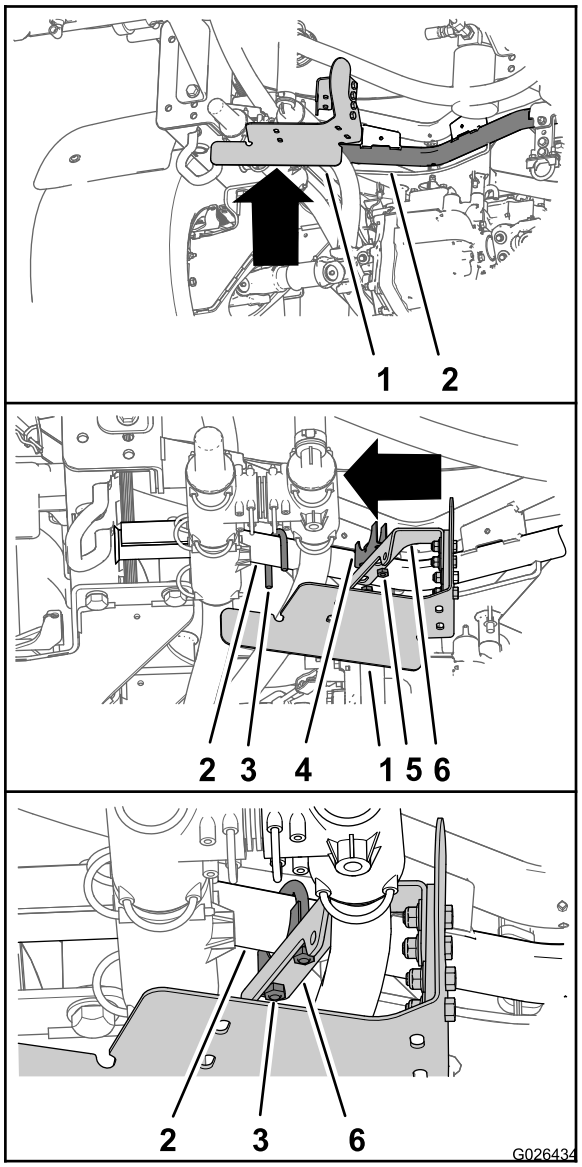
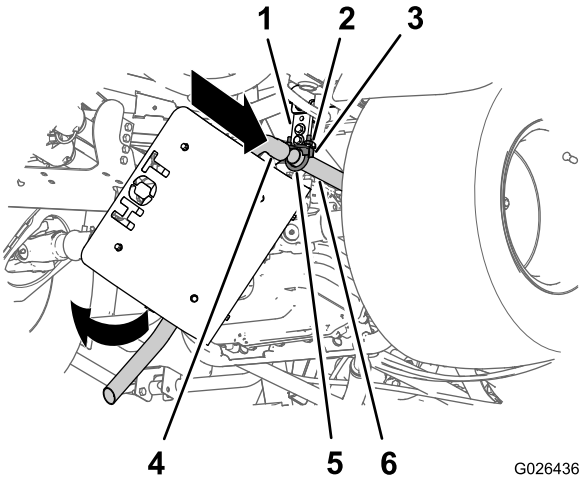
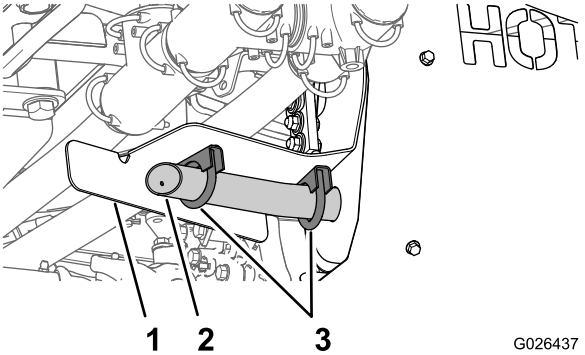

Figuur 12
Figuur 13
Figuur 14
1. Lijn de beugel van de demper en de uitlaatpijp die u gemonteerd hebt in 3 Het hittescherm en de bevestigingsbeugels monteren (bladz. 4) uit met de tanksteunbuis (Figuur 12).
2. Monteer de U-bout van de demperklem (1-1/2 inch) over de tanksteunbuis (Figuur 12).
3. Bevestig de demperbeugel aan de tanksteunbuis; gebruik hierbij de U-bout (1-1/2 inch), zadelbeugel (1-1/2 inch) en moeren (Figuur 12).
1. Lijn de ingaande buis van de demper uit met het open uiteinde van de uitlaatpijp (Figuur 13).
3. Draai de demper naar boven tot de uitlaatpijp van de demper uitgelijnd is met de uitlaatpijpbeugel (Figuur 13 en Figuur 14).
4. Bevestig de uitlaatpijp met 2 demperklemmen (1-1/4 inch) aan de uitlaatpijpbeugel; zie Figuur 14.
5. Draai de moeren van de demperklemmen aan de uitlaatpijp en de ingaande buis van de demper (Figuur 13), de uitlaatpijp en de uitlaatpijpbeugel (Figuur 14), en de demperbeugel en de tanksteunbuis (Figuur 12) aan tot 1978-2542 Ncm.